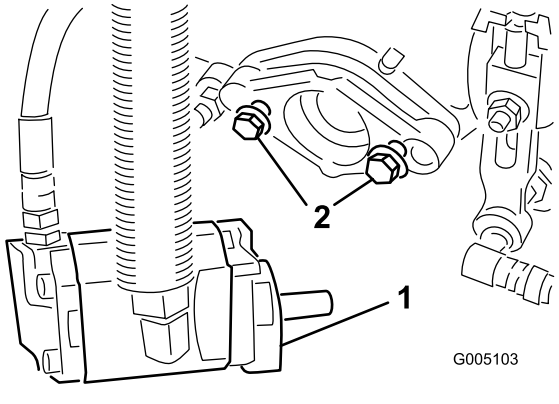

Figur 10
6. La ca. 13 mm av gjengene være eksponert på hver monteringsbolt for spoledrivmotoren (Figur 10).
9. Stram monteringsboltene (Figur 10).